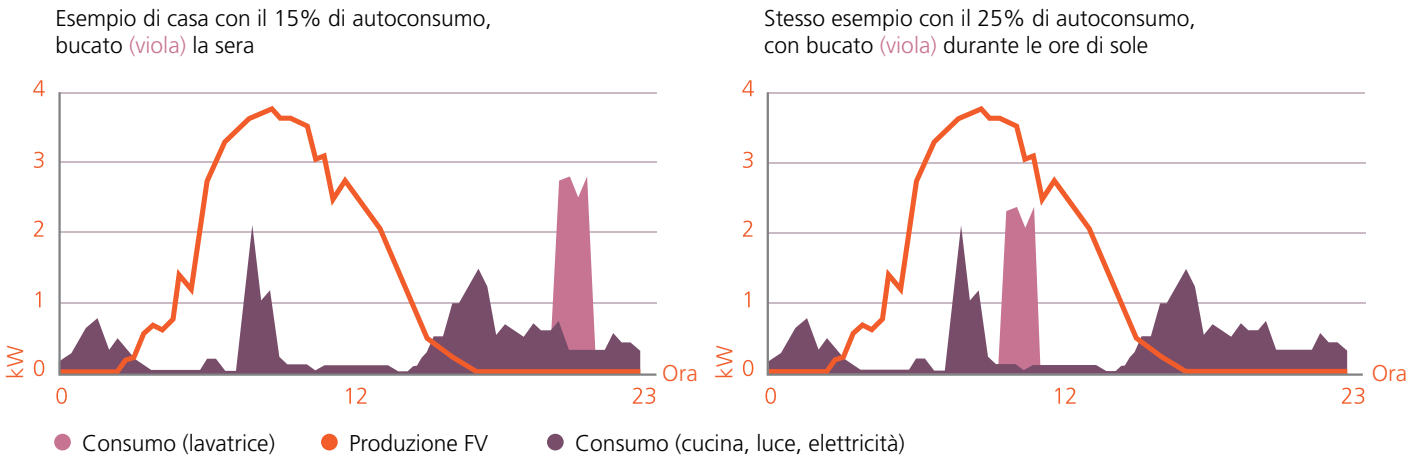

Figura 4: Aumento dell'autoconsumo mediante lavaggio durante orari con molta elettricità solare (fonte: VESE).
- **automaticamente:** un dispositivo sposta i tempi di accensione nei periodi con molta energia solare. Ad esempio, la lavatrice è programmata per accendersi automaticamente quando c'è sufficiente soleggiamento. Se ciò avviene in modo coerente, l'autoconsumo aumenta in genere di circa il 10%. Il capitolo 3 spiega il funzionamento. La figura 4 mostra come l'autoconsumo può essere aumentato spostando il lavaggio dalla sera a mezzogiorno.